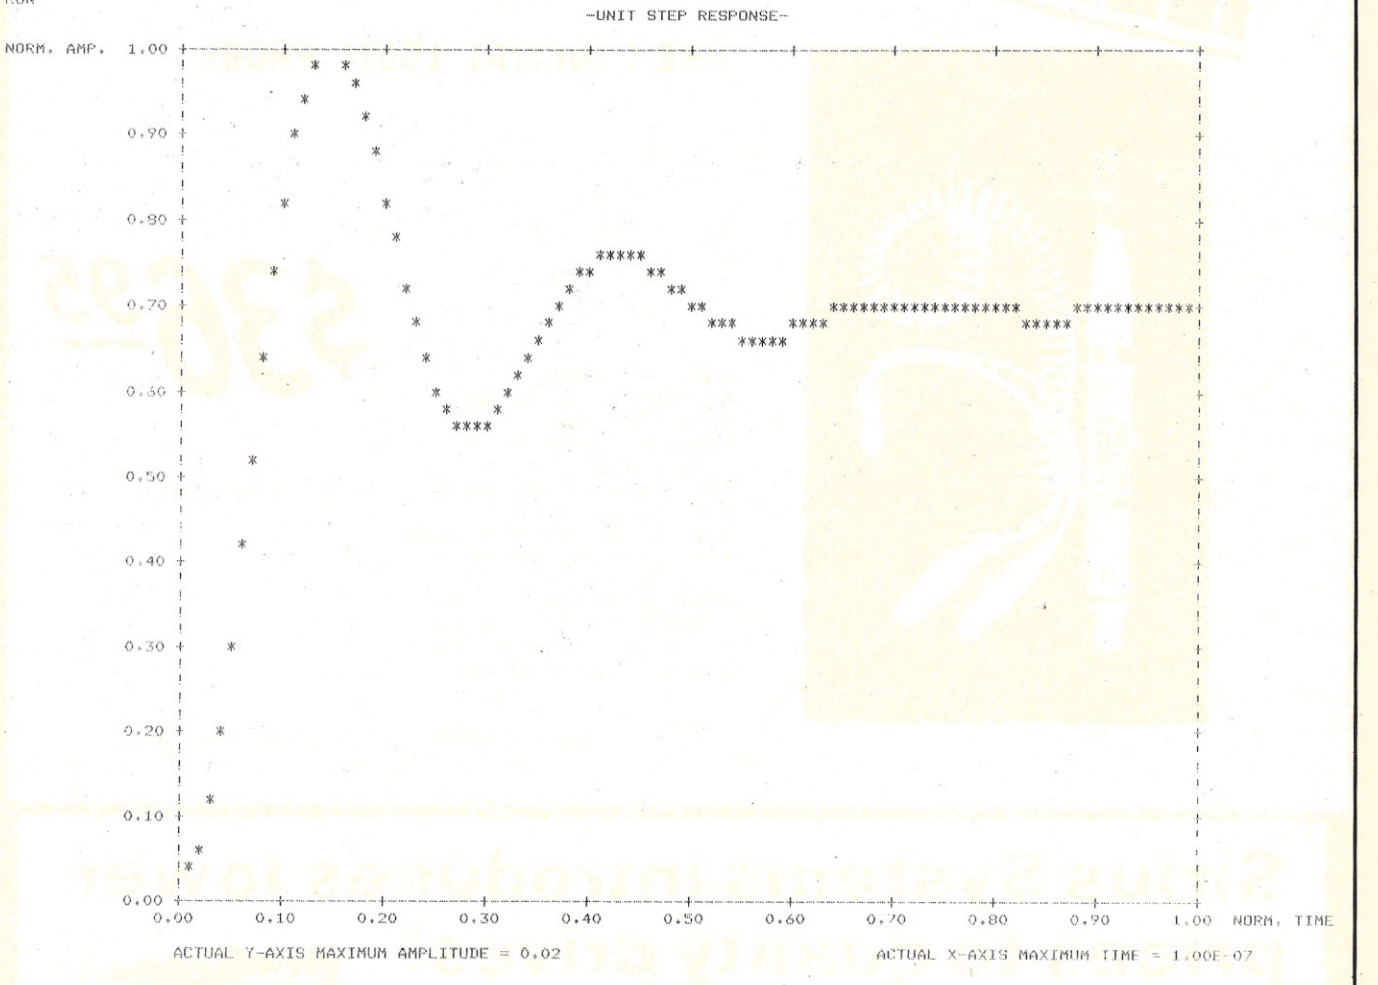

Fig. 1.
The simple example in Fig. 1 shows the format of the output. Lines 110 through 150 calculate the elements of arrays X9(I) and Y9(I). In this case, the X9(I) represents discrete intervals of time, while the Y9(I) is the sinusoidal response of an underdamped second-order system. Pertinent quantities such as rise time, overshoot and setting time are easily obtained from the final graph. ■